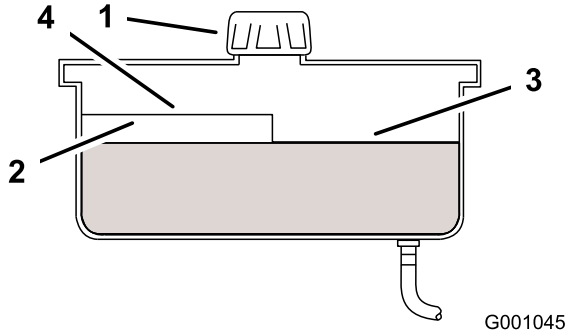

Figur 50
4. Rengør området omkring hydrauliktankens dæksel og påfyldningsstuds (Figur 50).
5. Fjern dækslet fra påfyldningsstudsen. Kig i tanken for at se, om der er væske i beholderen (Figur 50).
Bemærk: Når væsken er varm, er væskeniveauet i toppen af varm-niveauet på pladen (Figur 50).